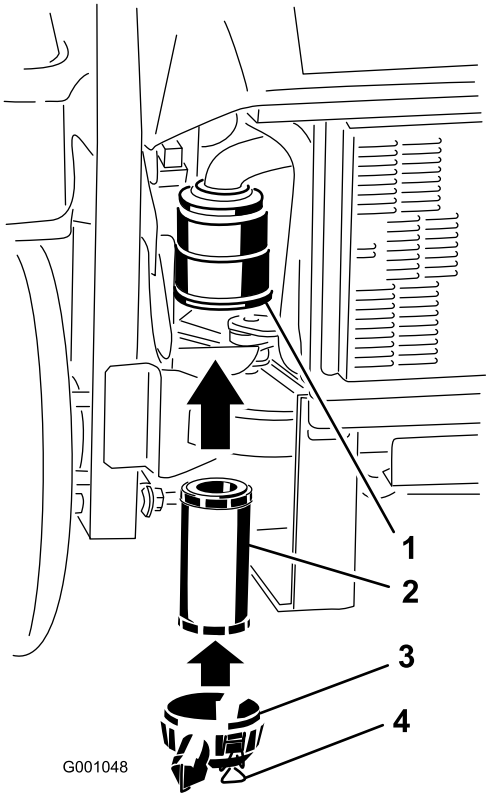

**Figuur 33**
2. Schuif het filter voorzichtig in de filterbehuizing (Figuur 33). Zorg ervoor dat het filter volledig vastzit door de buitenring van het filter tijdens de montage aan te drukken.
3. Monteer het luchtfilterdeksel en vergrendel dit (Figuur 33).